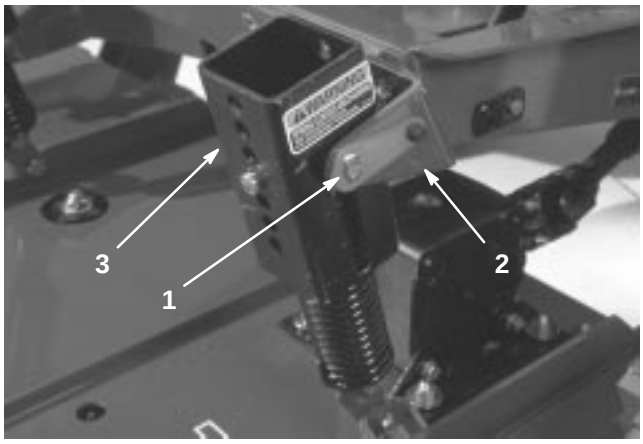

Figure 24
2. Disconnect the counterbalance from the traction unit, remove the lock pins from the brackets, separate the spring tension assemblies from the brackets, and lay them down on the deck. Loosely secure the lock pins to the brackets to prevent losing them (Fig. 24).
7. Connect the counterbalance to the traction unit brackets with lock pins (Fig. 24).